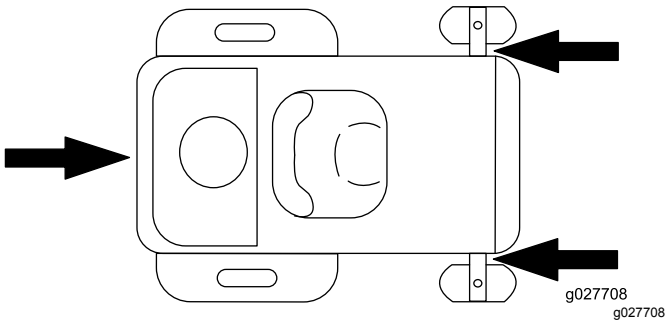

Figur 29
5. Bind fast maskinen nära de främre svänghjulen och den bakre stötdämparen (Figur 29).